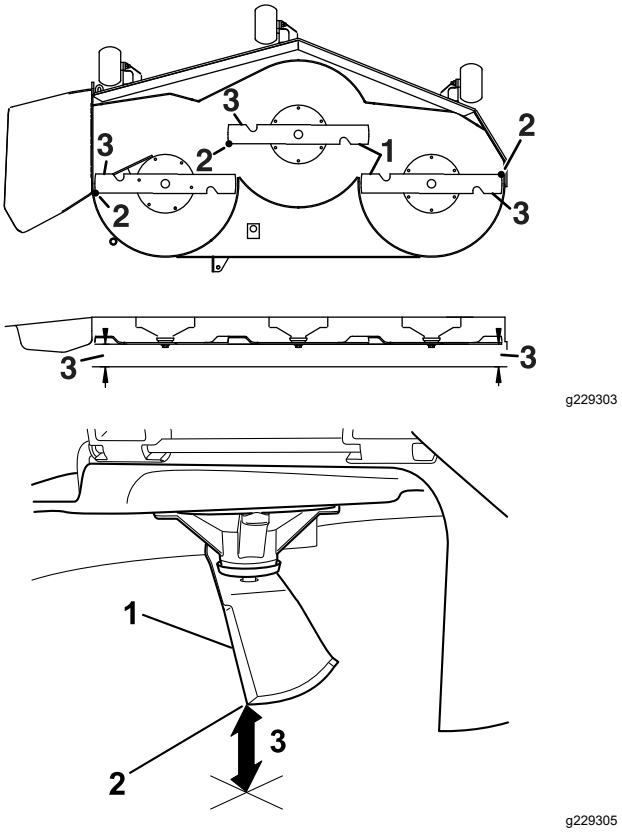

Figuur 81
6. Meet de afstand tussen de mespunt en het vlakke oppervlak (Figuur 81). Als de afstanden meer dan 5 mm verschillen, stel dan de schuinstand af; ga door met deze procedure.
12. Draai het maaimes voorzichtig in dwarsrichting horizontaal (Figuur 81).